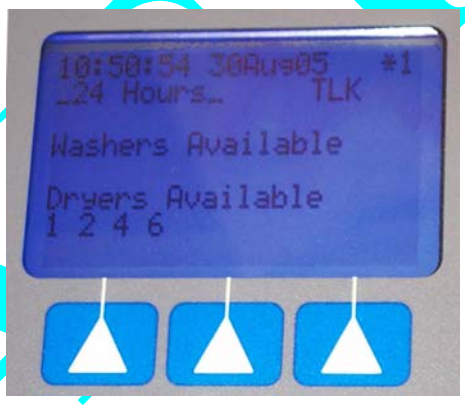

Figure 22: LC3000 Laundry Reader Online Messages
1. Select one of the available washers from the display (see Figure 22).
1. Select one of the available dryers from the display (see Figure 22).